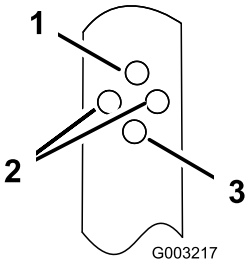

Figuur 14
2. Steek de bout door het gat in elke beugel waarmee de handgreep in de gewenste positie wordt gezet (Figuur 14).